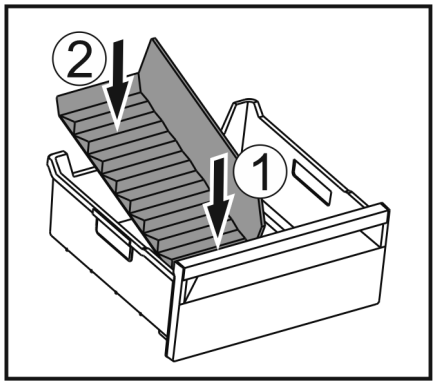

Fig. 115
▶ Vorderen Teil des Eisfach-Trenners einsetzen. *Fig. 115 (1)*
▶ Hinteren Teil des Eisfach-Trenners bis zum Schubfachboden absenken. *Fig. 115 (2)*